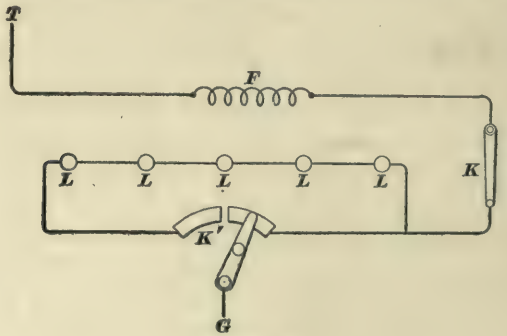

FIG. 25.
**30.** Fig. 25 shows a simpler connection for the lamps, but it accomplishes the same thing without the use of any special form of switch. When the switch tongue is thrown to the right, the course of the current is $T$–$F$–$K$–$G$; when it is